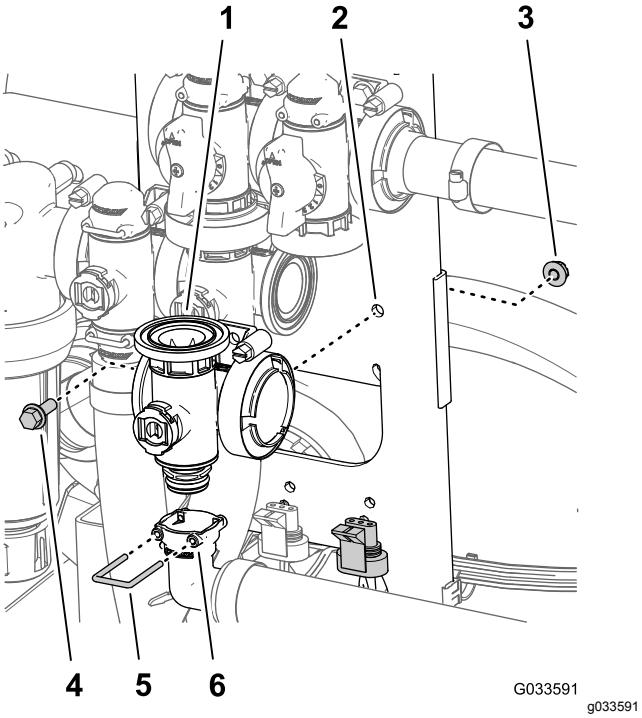

Figur 130
5. Innrett sokkelen til 90 graders uttaksnippelen på koblingsfestet nederst på manifolden for hovedbomventilen (Figur 130).
6. Fest koblingsfestet til uttaksnippelen ved å sette en holder i sokkelen på uttaksnippelen (Figur 130).